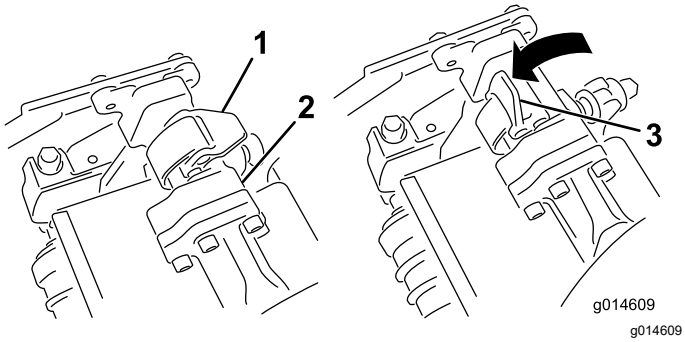
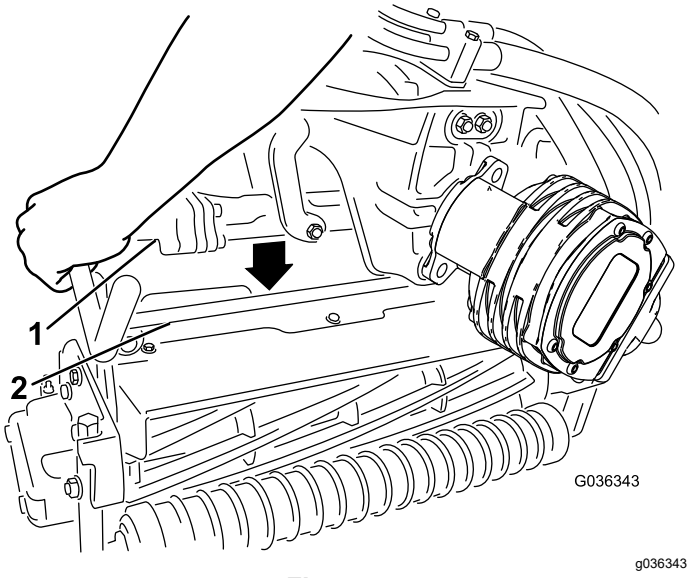

Figur 54
Figur 55
4. Låt spärrarna på upphängningsarmstången peka uppåt (dvs. de ska vara öppna) (Figur 54) och tryck upphängningsarmen nedåt så att stången passar över stången över ovansidan av klippenheten (Figur 55).
5. Fäll spärrarna nedåt och runt klippenhetsstången och lås dem på plats (Figur 54).
5. Öppna spärrarna på upphängningsarmstången på den klippenhet som du tar bort (Figur 54).